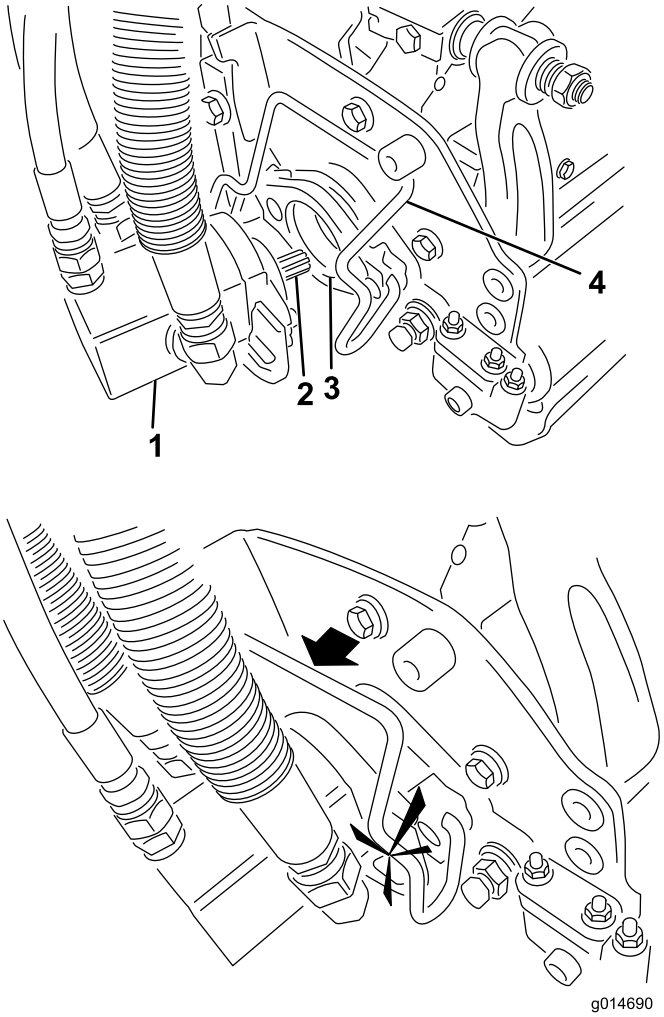

Figur 35
5. Stryk på rent fett på klippenhetsmotorns räfflade axel (Figur 35).
6. För in motorn på vänster sida av klippenheten (sett från förarsätet) och dra motorfäststaget på klippenheten mot motorn tills du hör ett klickljud från båda sidorna av motorn (Figur 35).